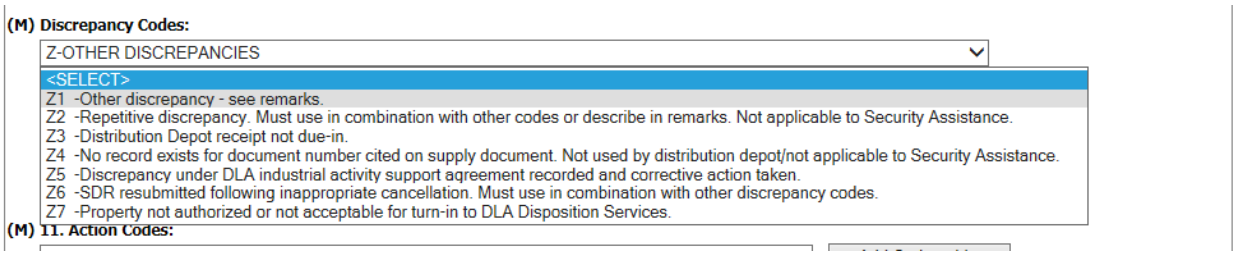

Figure 3.10
o. **Block 9 Shipment, Billing, and Receipt Data**: The NSN data is mandatory for discrepant material in the blocks grouped under the title Ordered (Figure 3-10). If reporting an NSN discrepancy, enter data for material received in error in the blocks grouped under the title Received.
r. **Discrepancy Codes**: The user must enter at least one Discrepancy Code before sending an SDR to an Action Point. Discrepancy Codes describe the nature of the discrepancy. Discrepancy Codes are listed in the Discrepancy Codes drop-down box (Figure 3.10).